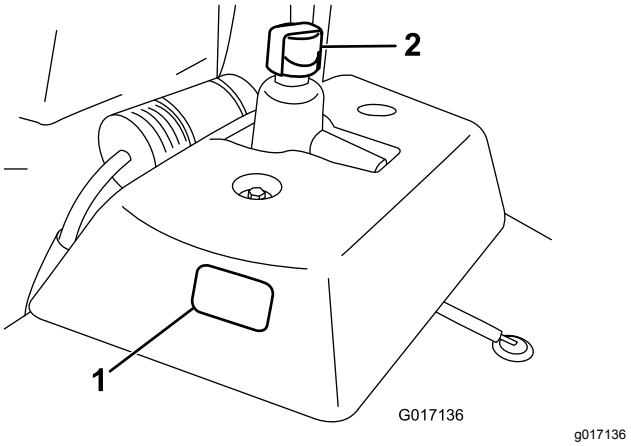

Figur 48
2. Kontrollér oliestanden ved at aflæse sigtglasset på siden af hjælpeolietanken (Figur 48).